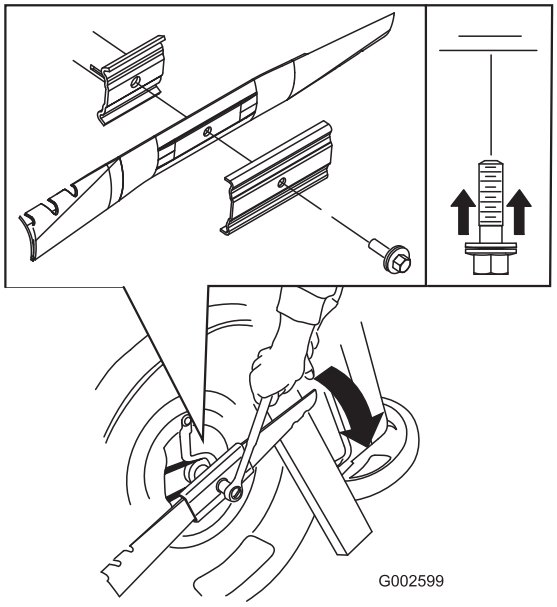

Figure 20
5. Montez une lame neuve (tournez le boulon de la lame dans le sens horaire) et toutes les fixations (Figure 20).